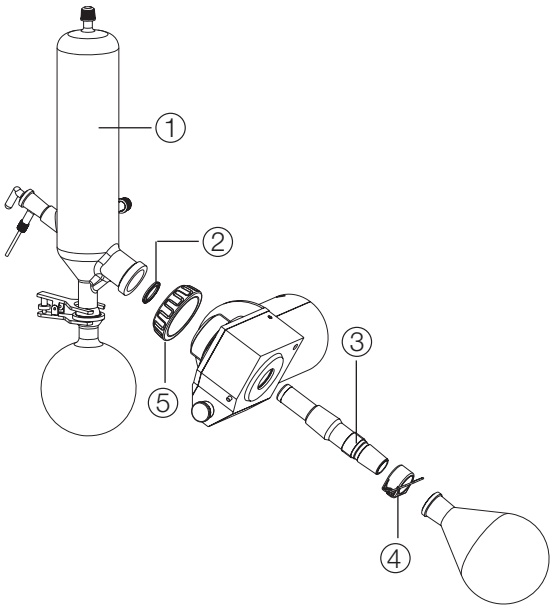

Fig. 5.3: Vista seccionada del condensador y la juntas
- Para asegurar las bridas no tiene que desmontar la unión roscada de la brida (posición ⑤ en la Fig. 5.3). Sólo tiene que abrir la unión roscada de la brida hasta que la brida se pueda pasar por ella.